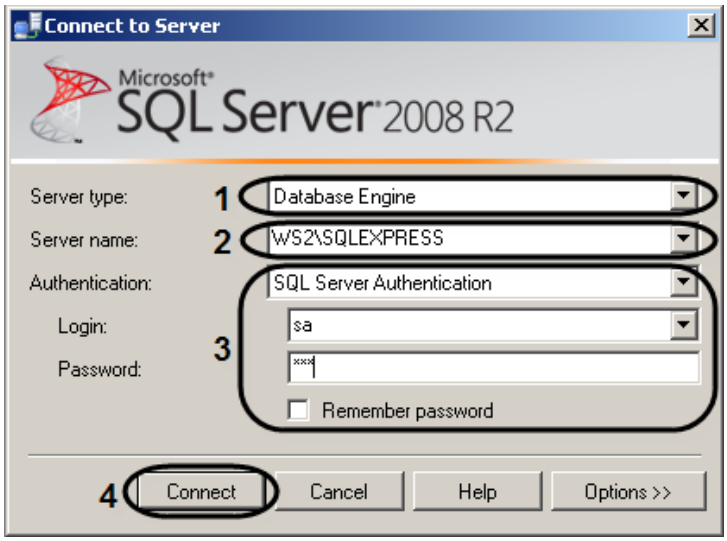

Figure 8.3-19 Connection to MS SQL server
2. Specify parameters of connection to MS SQL server in the “Connect to Server” box (Figure 8.3-19).
2.1. Select the "Database Engine" type in the "Server type" list (Figure 8.3-19, 1).
2.2. Select the name of MS SQL server to wich it is necessary to connect in the "Server name" list (Figure 8.3-19, 2).
2.3. Select authentication type used for connecton to MS SQL server in the "Authentication" list (Figure 8.3-19, 3).
Note 2. If "SQL Server Authentication" type is used, then select the user in the "Login" list and type-in the required password in the "Password" field (Figure 8.3-19, 3).